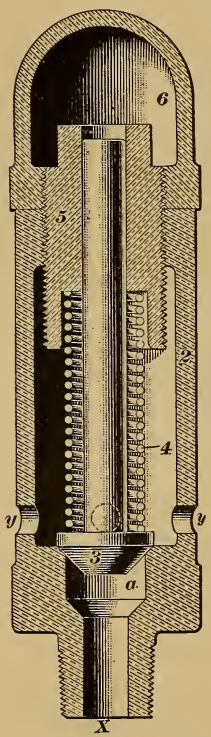

FIG. 11.
29. In cases where a car equipped with an automatic brake must be used in connection with high-speed brakes, and there is not sufficient time in which to equip it with a regular automatic reducing valve, a small safety valve is screwed into the oil hole in the brake-cylinder head and used as a substitute during the trip. A sectional view of this **safety valve** is shown in Fig. 11. It consists simply of the valve body *2*, the valve *3*, regulating spring *4*, adjusting nut *5*, and lock cap *6*. The end *X* is screwed into the oil hole in the cylinder head, and, consequently, that portion of the valve marked *a* is always subjected to brake-cylinder pressure. Ports *y*, *y* connect the chamber above valve *3* with the atmosphere.